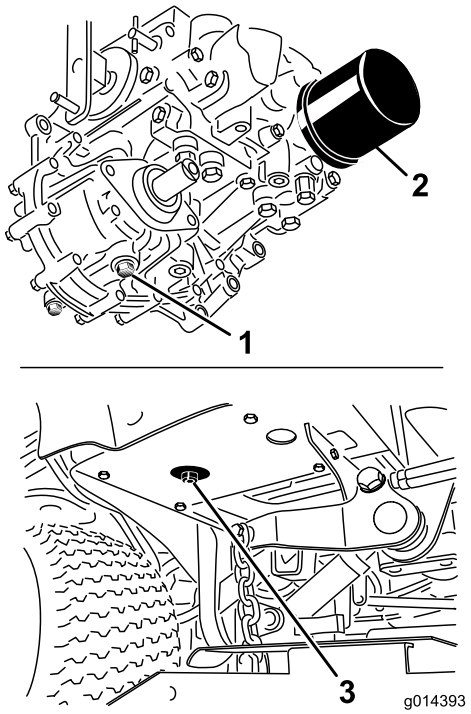

Figur 63
3. Plasser et stort tappefat under den hydrauliske beholderen og girkassen og fjern pluggene, all hydraulisk olje blir da tappet (Figur 63).
4. Rengjør rundt det hydrauliske oljefilteret, og fjern filteret (Figur 63).